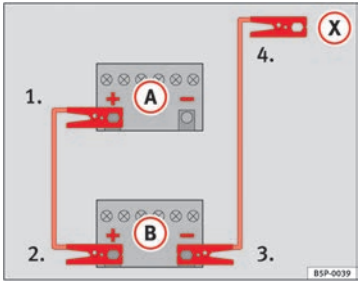
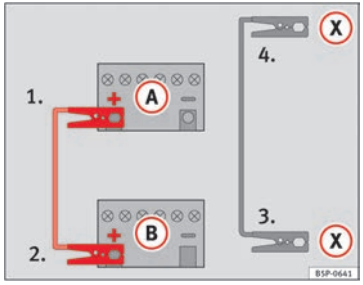

Fig. 173 Diagram of connections for vehicles without Start Stop system
Fig. 174 Diagram of connections for vehicles with Start Stop system
– Connect one end of the *red* jump lead to the positive (+) terminal of the vehicle with the flat battery (A) ⇒ Fig. 173.
– Connect the other end of the *red* jump lead to the positive terminal (+) in the vehicle providing assistance (B).
– Connect one end of the *black* jump lead to the negative terminal (–) of the vehicle providing assistance (B) ⇒ Fig. 173.
– Connect the other end of the *black* jump lead (X) to a solid metal component bolted to the engine block or to the engine block itself of the vehicle with the flat battery. However, connect it to a point as far as possible from the battery (A).
– Connect one end of the *red* jump lead to the positive (+) terminal of the vehicle with the flat battery (A) ⇒ Fig. 174.
– Connect one end of the *black* jump lead (X) to a suitable ground terminal, a solid piece of metal in the engine block, or to the engine block ⇒ Fig. 174.